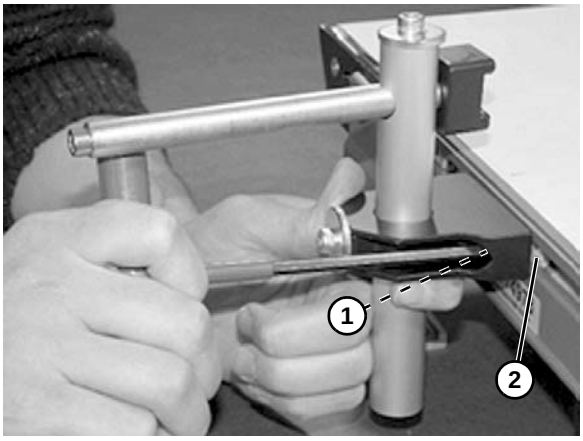

Figure 36
2. Serrer les vis **(Figure 36, élément 1)** en s'assurant que l'écrou en T **(Figure 36, élément 2)** tourne et s'engage dans l'encoche en T.